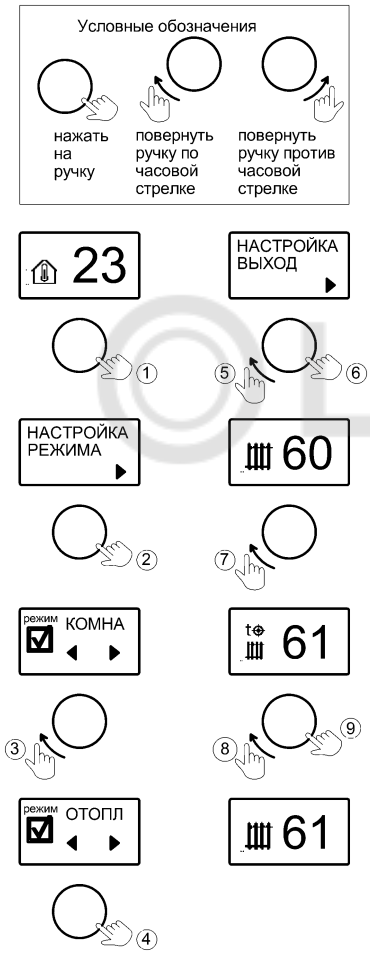

Рисунок 4. Выбор и настройка температуры режима **«ОТОПЛЕНИЕ»**
9.1 «ОТОПЛЕНИЕ» – режим поддержания температуры тепло-носителя. Датчики температуры воздуха в алгоритме не участвуют. Заводская настройка температуры теплоносителя **70ºС**. Активация режима и настройка температуры показана на рис.4. Температуру можно задать в диапазоне от +8ºС до +85ºС.
10.1 Во вкладке **«РЕЖИМ РАБОТЫ»**, выбирается основной режим работы котла («ОТОПЛЕНИЕ», «КОМНАТНЫЙ», «УЛИЧНЫЙ») - см. рис. 4, рис.5, рис.6.